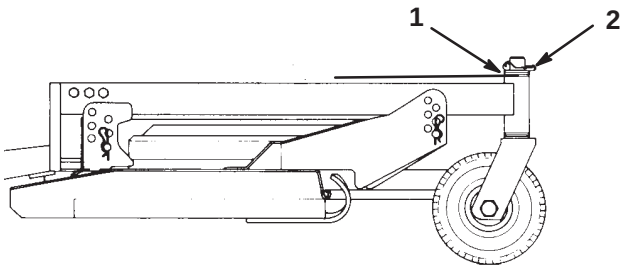

Figure 33
A. Cutting units usually operated at 1 to 2 in. (25 to 51 mm) height-of-cut should have the low side of the cutting unit raised. Remove the lynch pin securing the castor wheel on the low end (Fig. 33) and remove the castor assembly.
C. If the cutting unit is operated at the 2 to 3-1/2 in. (51 mm to 89 mm) height-of-cut, lower the high side of the cutting unit. Remove the lynch pin of the castor at the high end of the unit and remove the castor assembly (Fig. 33).